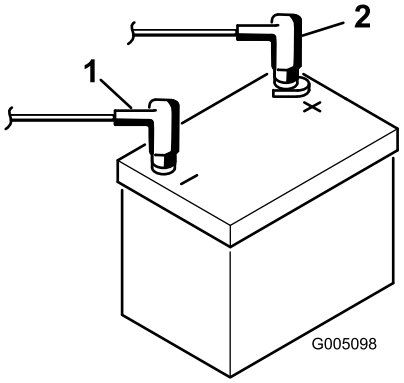

**Figuur 8**
8. Bevestig de pluskabel (rood) aan de pluspool (+) van de accu en vervolgens de minkabel (zwart) aan de klem van de minpool (–) van de accu en zet deze vast met behulp van de bouten en moeren (Figuur 8). Schuif het rubberen stofkapje over de pluspool om eventuele kortsluiting te voorkomen.